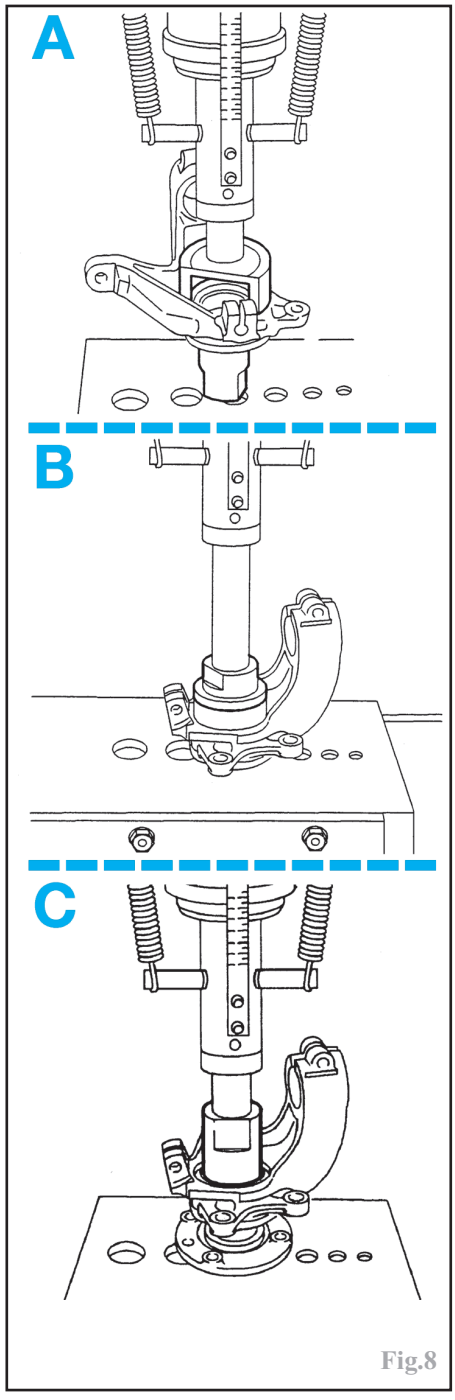

Fig.8
À la presse et à l'aide d'un mandrin de diamètre approprié, extraire le roulement du pivot (A) (Fig.8).
À la presse et avec un mandrin de diamètre approprié prenant appui sur la bague intérieure du roulement, engager le pivot sur le moyeu jusqu'en butée (C) (Fig.8).